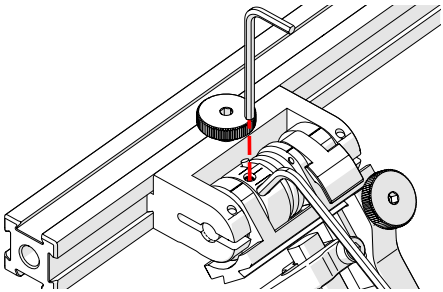

Fig. 152 - Insert hex tools
4. Place the 2 mm hex wrench into the force adjustment screw *(Fig. 152)*.